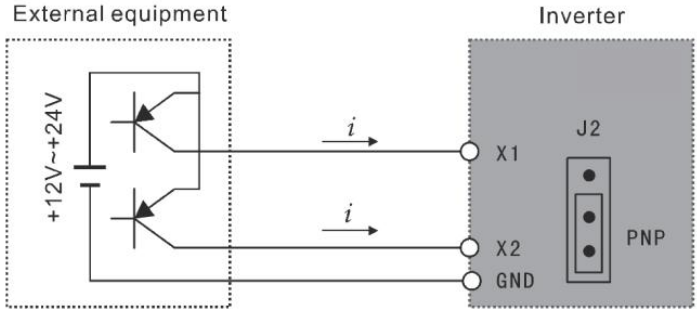

Figur 3-2 PNP-typ kopplingsläge
(2) När PNP-typ kopplingsläge används för extern utrustning, induceras källtypslogik, och strömmen flyter in från ingångsterminalen (sänkström) som visas i figur 3-2 , samtidigt som parameter P067=1 krävs.